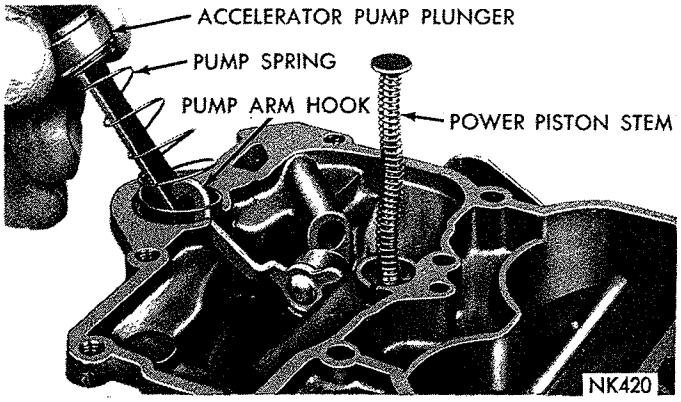

***Fig. 4—Removing or Installing Accelerator Pump Plunger***
(1) Disengage accelerator pump plunger from pump arm hook by tilting down and out from under hook, as shown in (Fig. 4). Remove the compression spring.